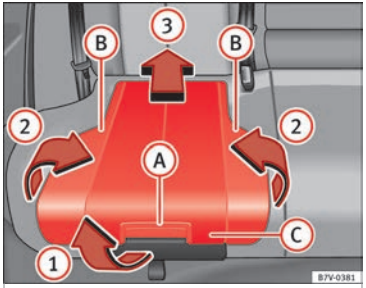

Fig. 93 Integrated child seats. lift up the cushion
- Pull the unlock lever ››› **Fig. 93** (A) on the cushion in the direction of the arrow ››› **Fig. 93** (1).
- Fold both sides ››› **Fig. 93** (B) up in the direction of the arrow ››› **Fig. 93** (2).
- Push the cushion ››› **Fig. 93** (C) back in the direction of the arrow ››› **Fig. 93** (3) until it engages.